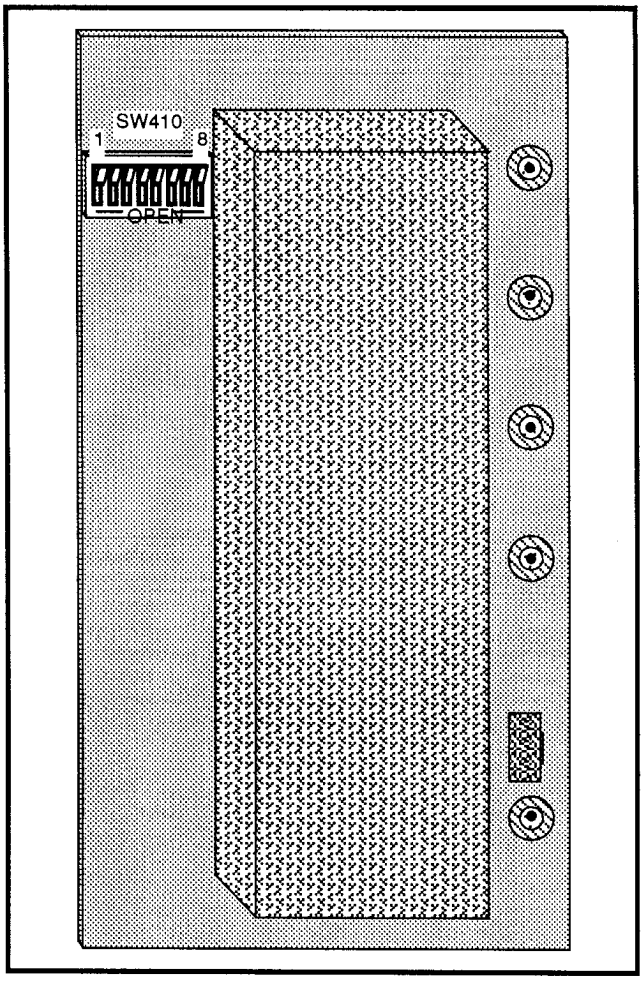

Figure 4-11. SW410 on the Reference Oscillator board.
c. Start the Reference Frequency correction bit entry routine by pressing UTIL 5 2 4 2. Where the screen prompt calls for a new value, enter the value noted in part b, and follow the screen prompts. See Table 4-2 for the correction bit values for SW410. See Figure 4-11 for the location of SW410 on the Reference Oscillator board.